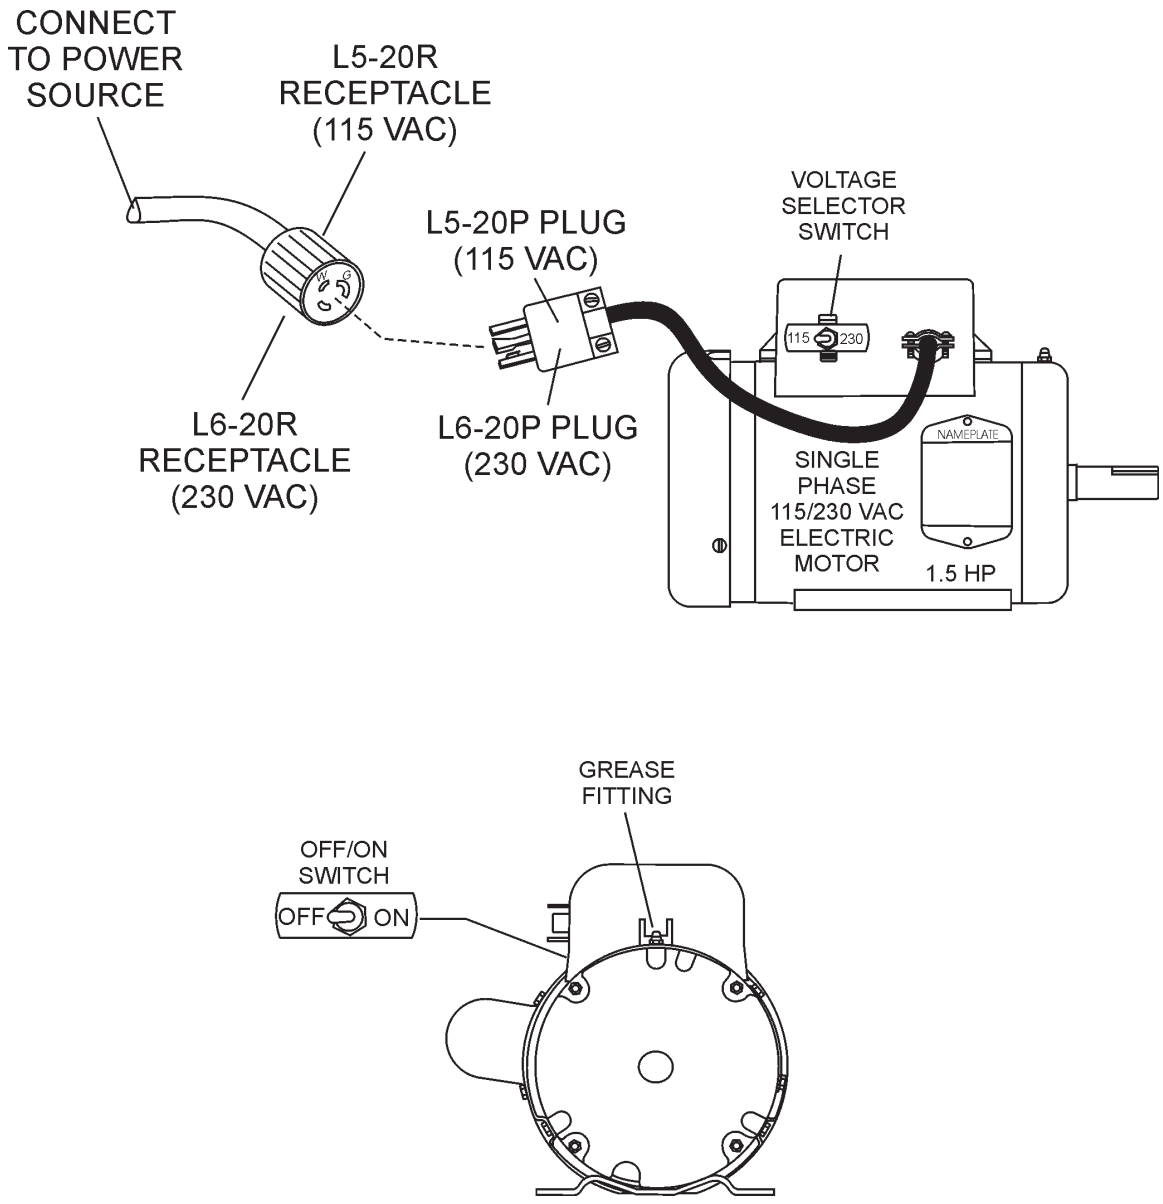

Figure 7. Single Phase Electric Motor with 12 inch Pigtail Cable
4. ***Important!,*** when changing the input voltage to the electric motor from 115 to 230 VAC, the ***plug*** on the electric motor power cord must also be changed. See Table 6 and Figure 7.